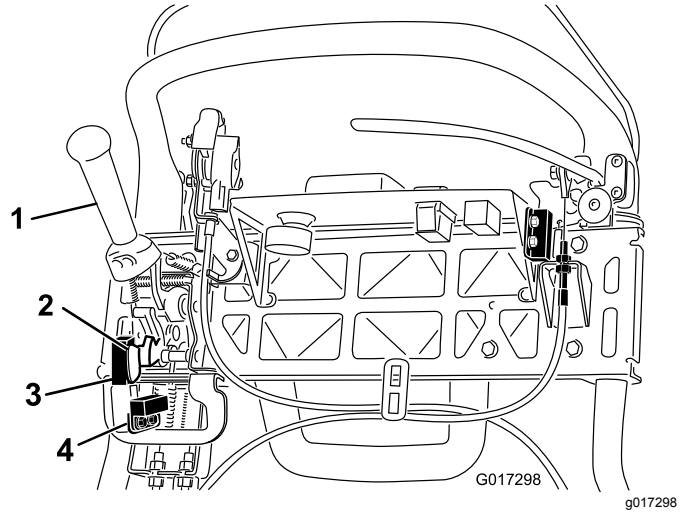

Figuur 44
4. Maak de bevestigingen van de interlockschakelaar los (Figuur 44).
5. Plaats een afstandsring met een dikte van 1,6 mm tussen de tractiehendel en de interlockschakelaar (Figuur 44).
4. Maak de bevestigingen van de maaisensor los (Figuur 44).
5. Plaats een afstandsring met een dikte van 1,6 mm tussen de vlag van de maaisensor en de maaisensor (Figuur 44).